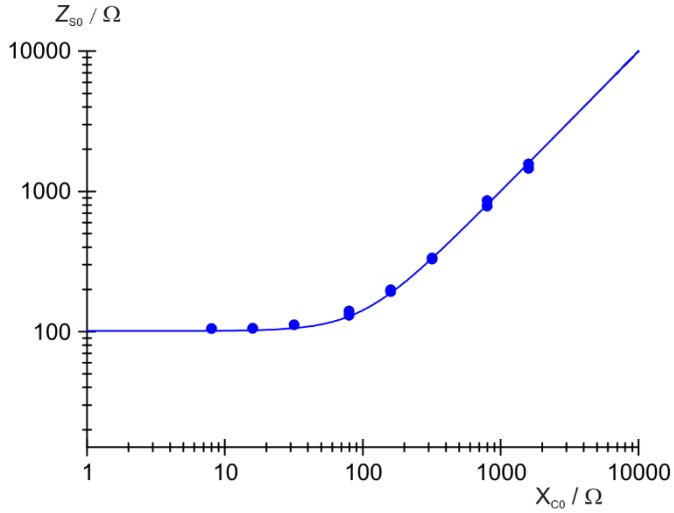

Fig. 4: Gesamtwiderstand bei Reihenschaltung.
- Die Beträge Z_{S0} bzw. Z_{P0} des Gesamtwiderstandes und die Phasenverschiebungen φ_S bzw. φ_P für die Reihen- und die Parallelschaltung in Abhängigkeit von X_{C0} graphisch auftragen (Fig. 4 – 7).
- Die Beträge Z_{S0} bzw. Z_{P0} des Gesamtwiderstandes und die Phasenverschiebungen φ_S bzw. φ_P gemäß der Gleichungen (5) für die Reihenschaltung und (6) für die Parallelschaltung theoretisch berechnen,
und als durchgezogene Linien in Fig. 4 – 7 einzeichnen.